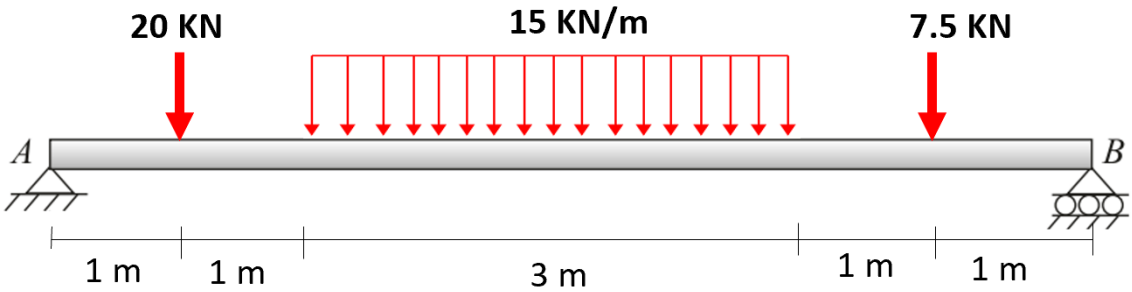

Figure 2
c) Calculate the support reaction for the beam shown in figure 2. (**6 marks**)
d) Using the support reaction calculated in question 2(c), draw the shear force and bending moment diagrams for the beam in figure 2. (**15 marks**)